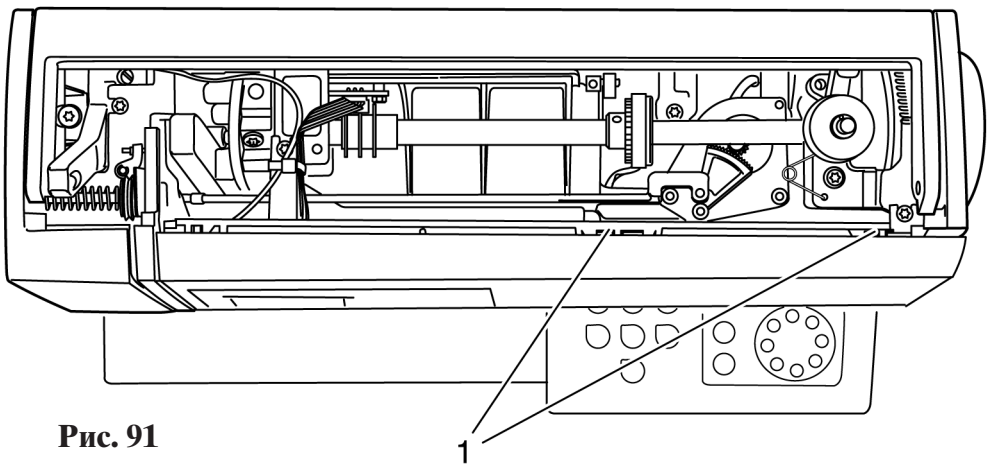

Рис. 91
- Установите прозрачный экран на переднюю панель корпуса. Обратите внимание на то, чтобы обе накладки 1 были полностью зафиксированы (рис. 91).